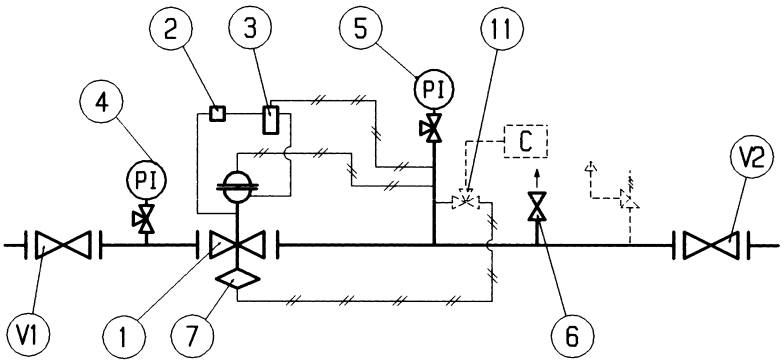

Fig. 13
6.1 REFLUX 819 MIT INTEGRIERTEM SICHERHEITSABSPERRVENTIL SB/82 (ABB. 13)
6.1 MISE EN SERVICE DU DETENDEUR AVEC VANNE DE SECURITE SB/82 INCORPOREE (FIG. 13)